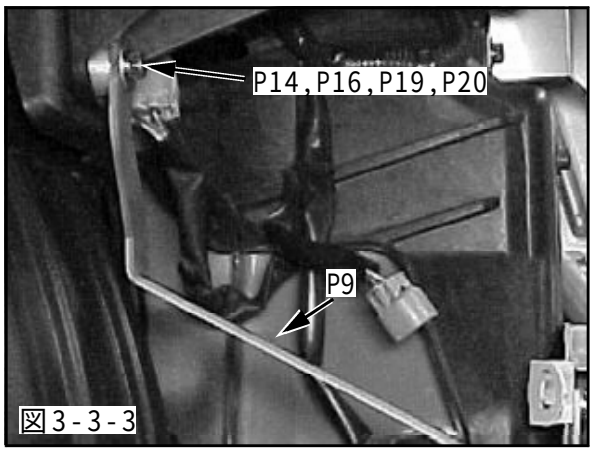
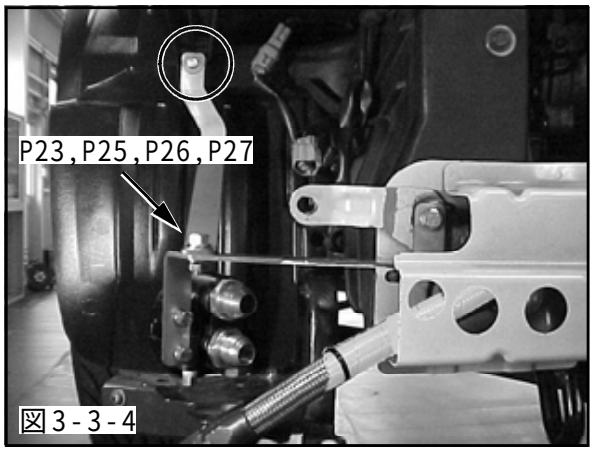

図3-3-3
図3-3-4
(3)図3-3-4の○印の部分に、ボルトM6 L=30,大型ワッシャM6用,スプリングワッシャM6用,カラーM6用を使用して、オイルフィルタマウントステー№1を仮付けしてください。
(図3-3-3,図3-3-4)
(図3-3-4)(P23×1,P25×1,P26×1,P27×1)